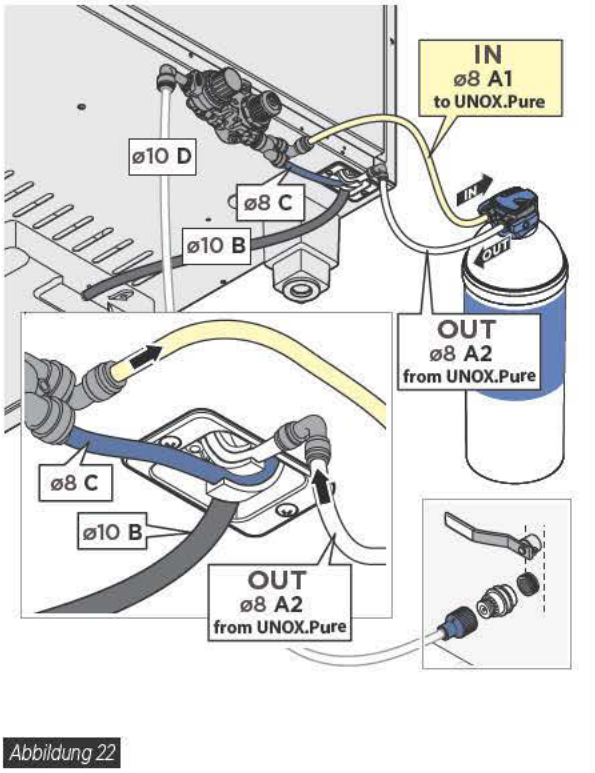

Abbildung 22
- **UNOX.Pure** (Wasserfiltersystem, siehe **Abbildung 22**).